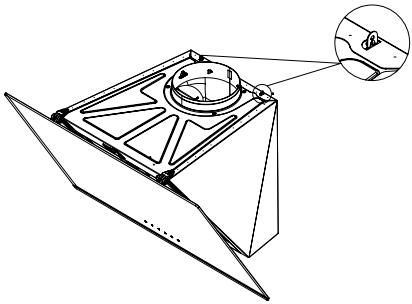

Рисунок 7
9. Поднимите внутреннюю секцию воздуховода вверх сквозь наружную секцию и закрепите ее на монтажной пластине внутреннего воздуховода, предварительно закрепленной на стене, с помощью винта 3,5x6,5 RYSB (Рисунок 7).